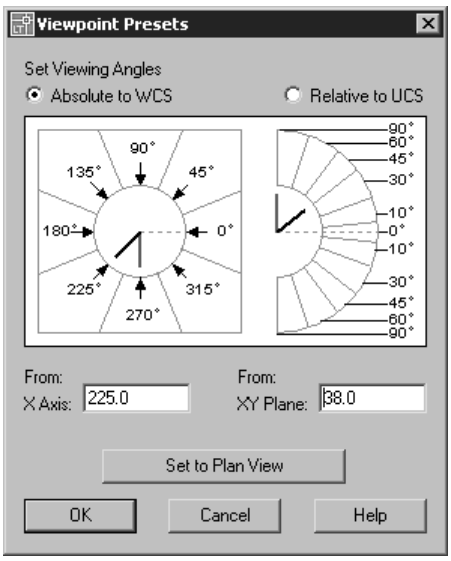

Figure 21-20 *The* ***Viewpoint Presets*** *dialog box*
4. Set the value of the **XY Plane** edit box to **38**, see Figure 21-20. Choose **OK**.